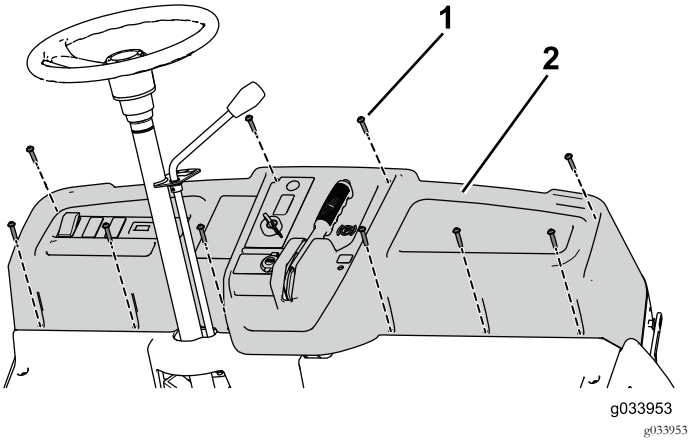

Figur 12
6. Fjern og behold de ti skruene (1/4 x 1 1/4 tomme) for å delvis fjerne instrumentpanelet og koble fra parkeringsbremsen, gassen og girkablene (Figur 12).